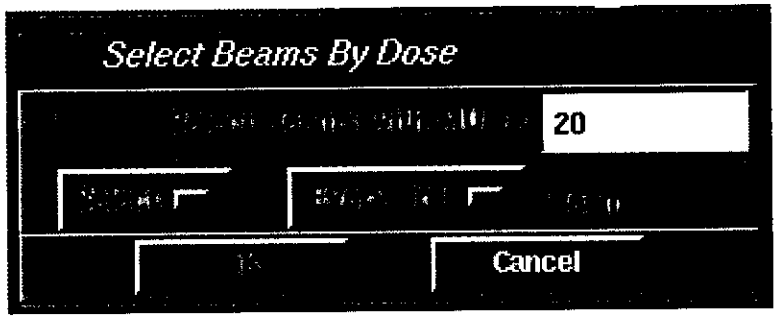

**Figure 59 Select Beams with Dose Less Than a Prescribed Value**
*Figure 59 Select Beams with Dose Less Than a Prescribed Value, page 64*, is the window for selection of all beams with rads less than a specified value. Plug the desired value in, the appropriate beams are selected, and the word "selected" is appended to the dose limit.